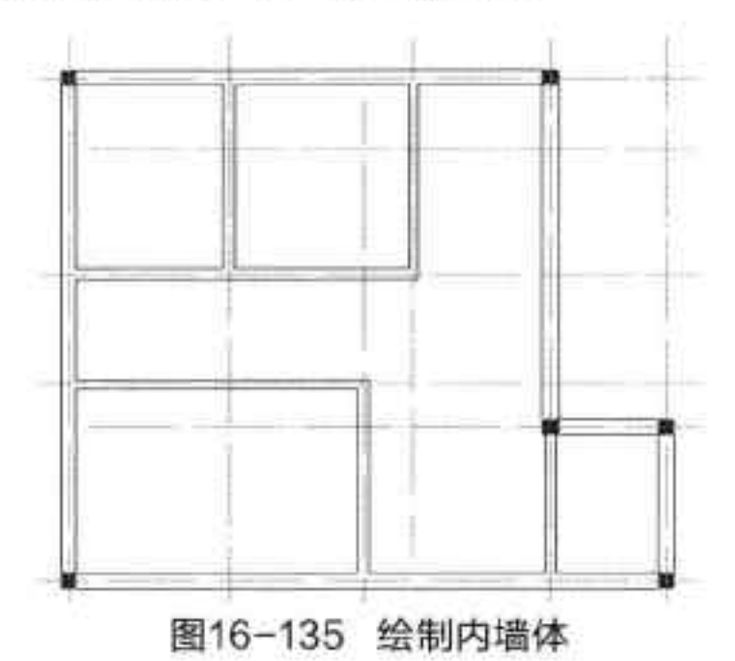

图16-135 绘制内墙体
Step18 参数设置完成后，在绘图区域中，依次捕捉轴线端点，完成室内内墙体的绘制操作，如图 16-135 所示。